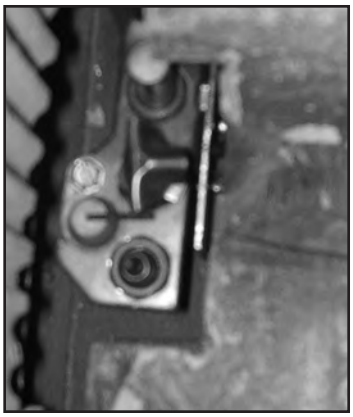

Figure 22. Pilot assembly beside the burner
8. Re-install the burner, ceramic panels, log set and glass door. Also refer to Secondary Installation - Log Set Installation. When re-installing the burner, ensure that the burner to pilot hood relationship is similar to what is shown in Figure 22.